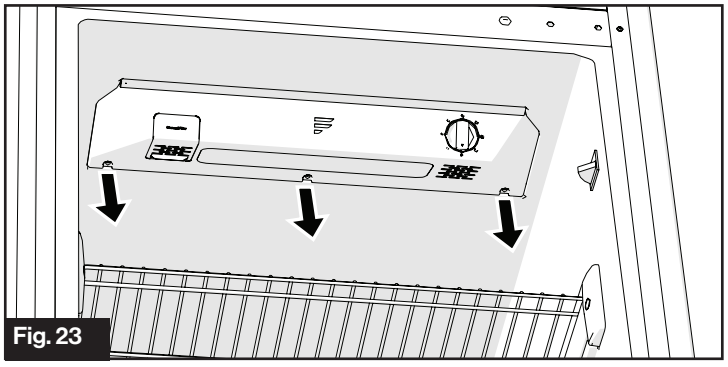

Fig. 23
1. Saque los tres tornillos (Fig. 23).